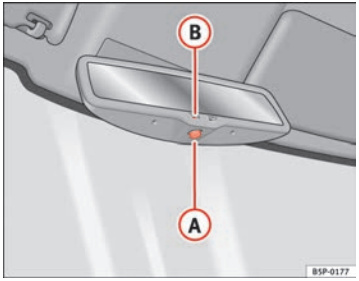

Fig. 90 Automatic anti-dazzle interior mirror.
– Press button (A) ⇒ fig. 90. Indicator lamp (B) goes off.
– Press button (A) ⇒ fig. 90. The indicator lamp turns on.